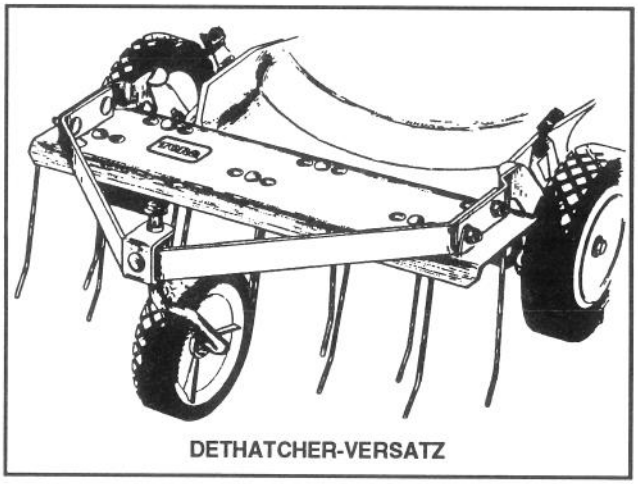

Abb. 30
3. **Zinkenvorsatz-Kit, Modell Nr. 59131** – In Minuten montierbar. Vorne befestiget zwecks einfacher Manövrierbarkeit. Zinken lockern Materialanhäufungen. Für einfaches Absaugen in den Grasfangsack (Abb. 30) und praktische Entleerung.